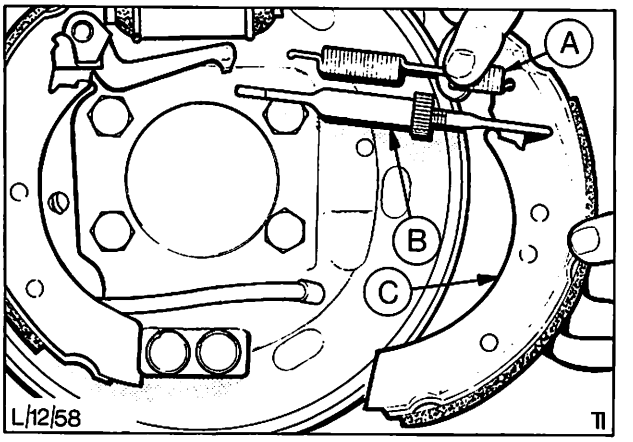

Abb. 37 Rückzugfeder der vorderen Bremsbacke aushängen
2. Rückzugfeder „A", Abb. 37, aus der Schwinghebelsicherung an der hinteren Backe aushängen. Vordere Bremsbacke „C", Druckstange „B" und Feder „A" abbauen.